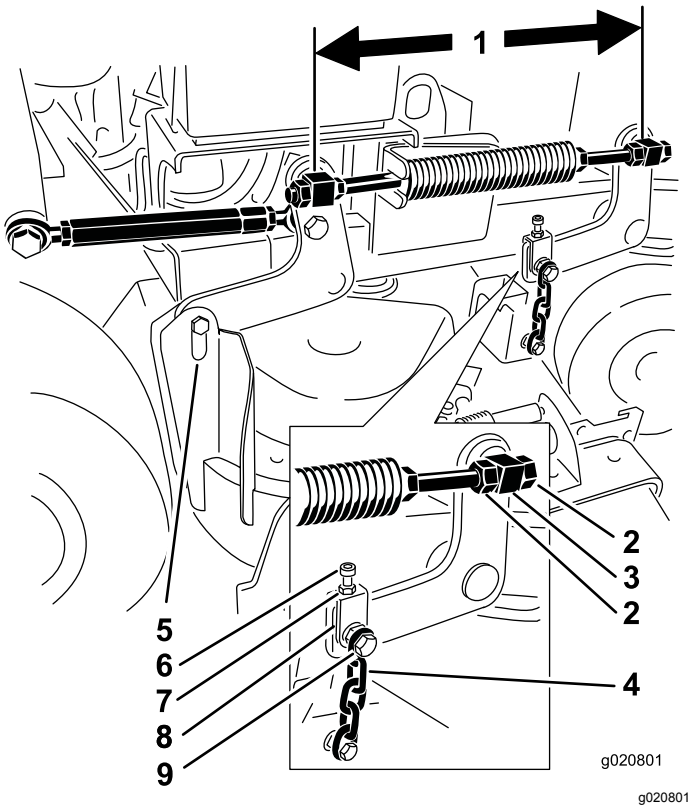

Figur 82
6. Kontroller afstanden mellem drejeleddene ved at måle fra drejeleddenes midte (længden fra midte til midte) på hver gevindstang (Figur 82).
11. Løsn den øvre kædebolt, hvis justering er nødvendig (Figur 82).
5. Løsn de øvre kædebolte (Figur 82).